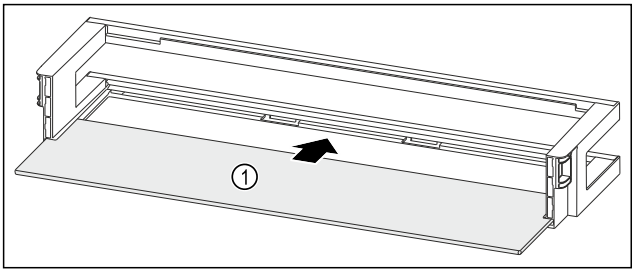

Fig. 175 Deurrek met draagplateau
- ▶ Draagplateau *Fig. 175 (1)* in de zijdelingse uitsparingen schuiven.